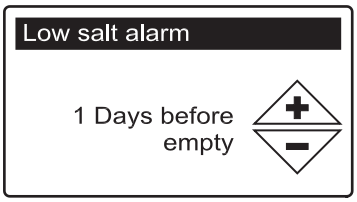

FIG. 20
5. Press the SELECT (○) button to display the Low salt alarm screen (See Figure 20).